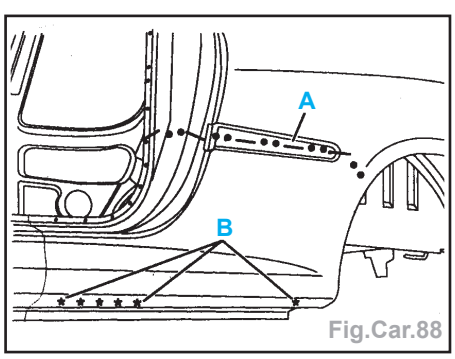

Fig.Car.88
- Tracer puis découper à l'aide d'une meule épaisseur 1 mm (suivant A) (coupe provisoire) (Fig.Car.88).